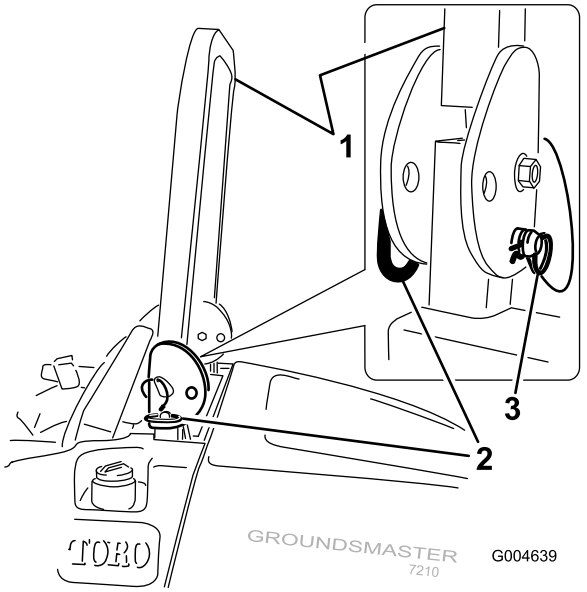

**Figur 10**
1. Fäll ned störtbågen genom att lossa hårnålssprintarna, föra störtbågen framåt mot fjädrarna och lossa de två tapparna (Figur 10).
3. Montera de två tapparna och säkra dem med hårnålssprintarna (Figur 10).
4. Fäll upp störtbågen genom att lossa hårnålssprintarna och ta bort de två tapparna (Figur 10).
5. Fäll upp störtbågen till upprätt läge, sätt i de två tapparna och spärra dem med hårnålssprintarna (Figur 10).